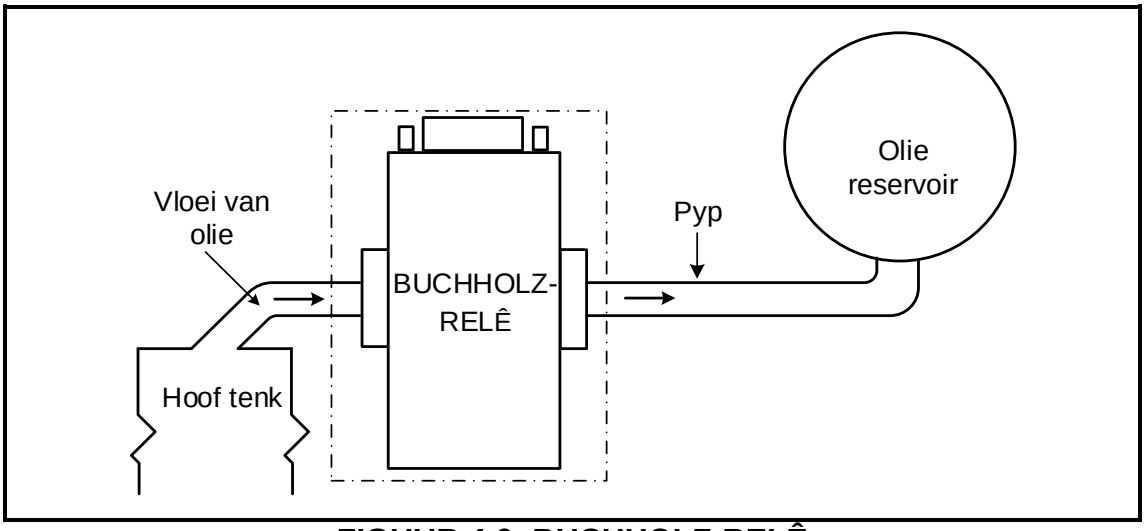

FIGUUR 4.6: BUCHHOLZ-RELÊ (6)
4.6 Verwys na FIGUUR 4.6 hieronder en beskryf hoe die Buchholz-relê 'n transformator tydens minder en meer ernstige foutiewe toestande beskerm.